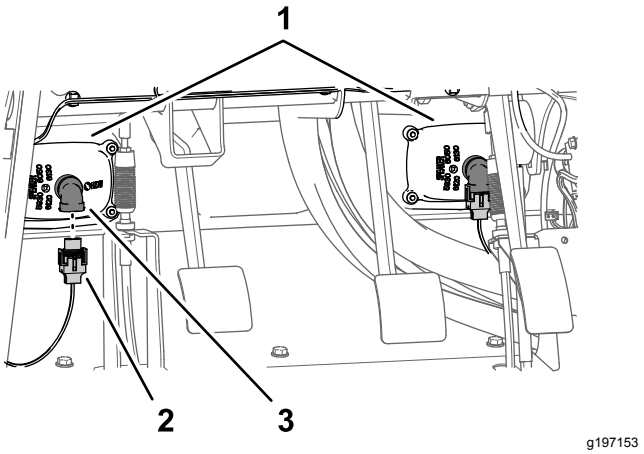

Figur 12
1. Frakobl de 2 elektriske stik (med 2 sokler) på maskinens ledningsnet fra stikkene med 2 ben fra venstre og højre forlygte (Figur 12).